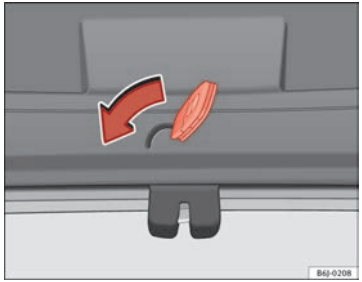

Fig. 50 Rear lid: emergency open
– Insert the key in the groove and unlock the locking system, turning the key from right to left, as shown by the arrow ⇒ Fig. 50. ■